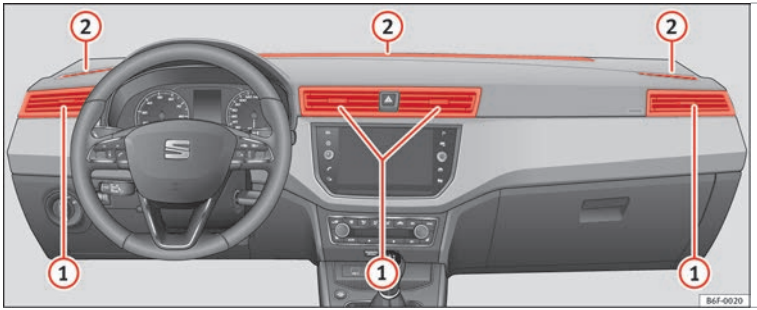

Rys. 171 Wyloty nawiewu powietrza.
W celu zapewnienia optymalnego ogrzewania, chłodzenia i wentylacji w samochodzie wyloty nawiewu ››› **rys. 171** (1) powinny być otwarte.